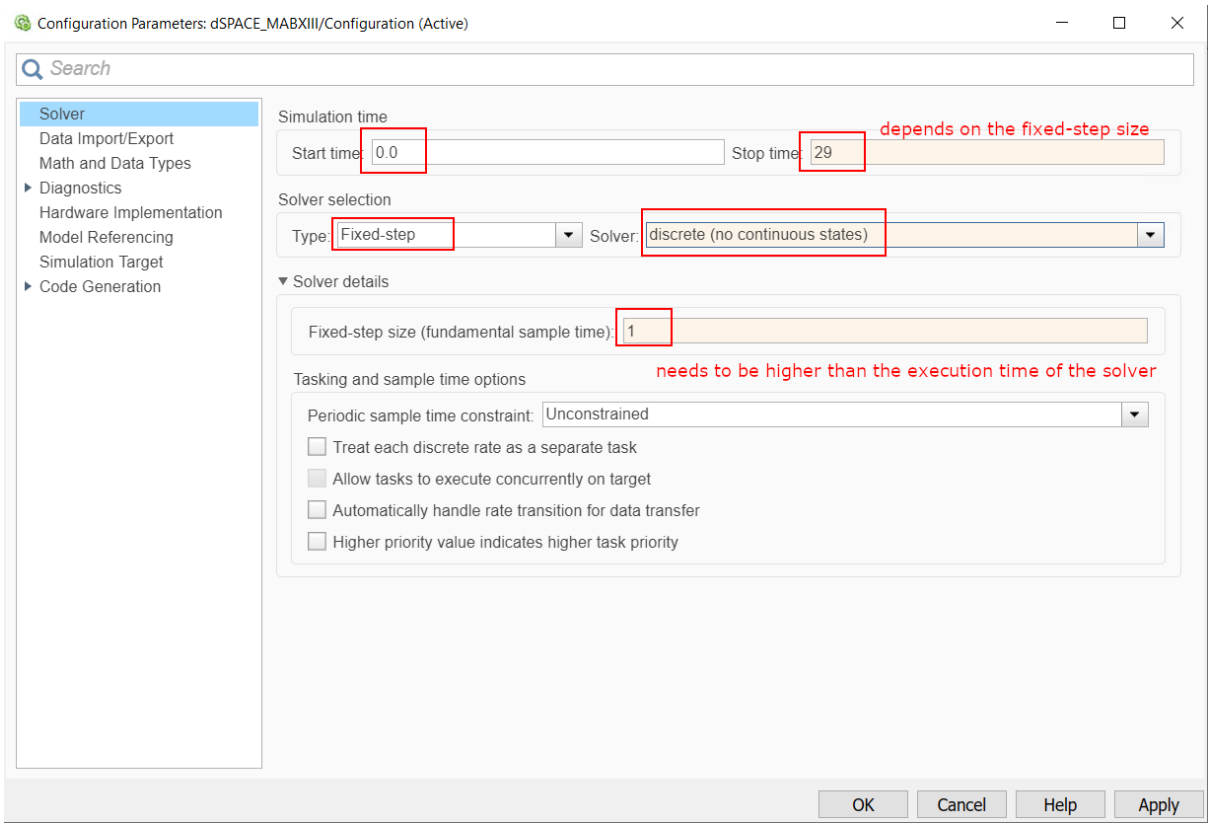

Figure 10.37: Set the Simulink solver options.
8) Access the Simulink model's options. In the "Solver" tab, set the options (see Figure 10.37):